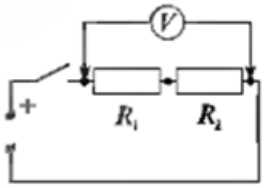

Рис. 4
3. Подключите вольтметр параллельно сопротивлению R_1 и R_2 (рис. 4). Запишите показания вольтметра U.